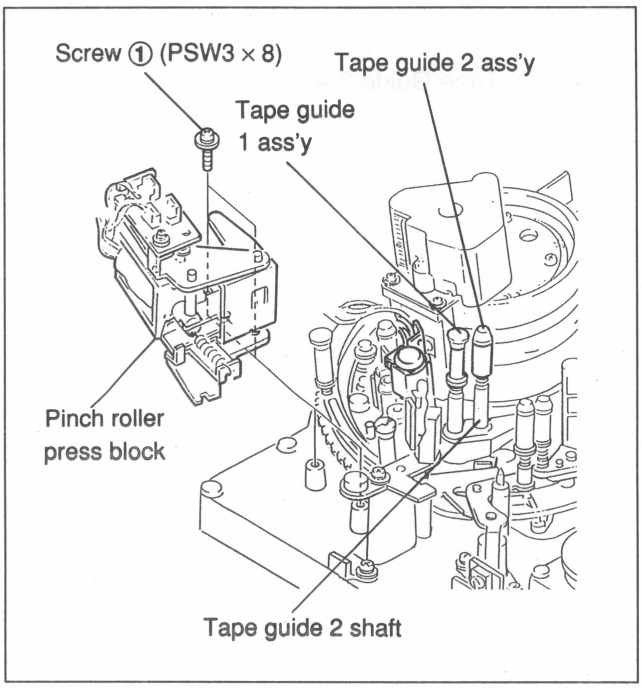

Fig.7-13-2 Tape Guide 2 Shaft Replacement
A. A tape guide 2 shaft is placed beside a tape guide 1 shaft, and these pants are the same, The replacement procedures are the same as the tape guide 1 shaft referring to section 7-12-2. (Fig. 7-13-2)